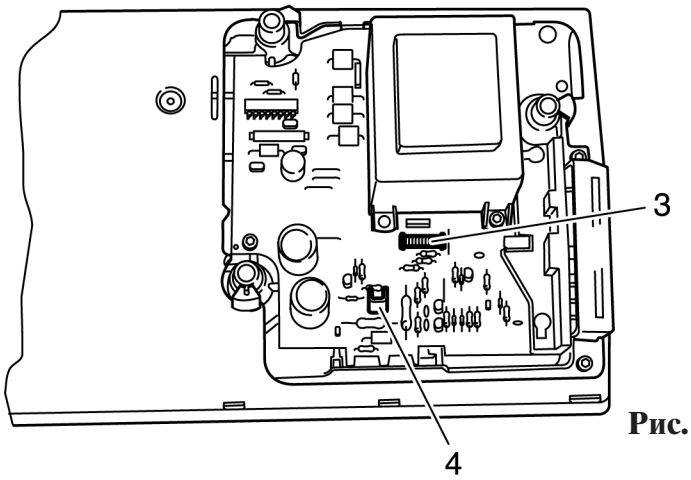

Рис. 111
- Откиньте вперед плиту основания и отсоедините обе вилочные части кабельных разъемов 3 и 4 от гнезд платы (рис. 111).
- Вставьте обе вилочные части кабельных разъемов 3 и 4 в гнезда платы плиты основания (рис. 111).